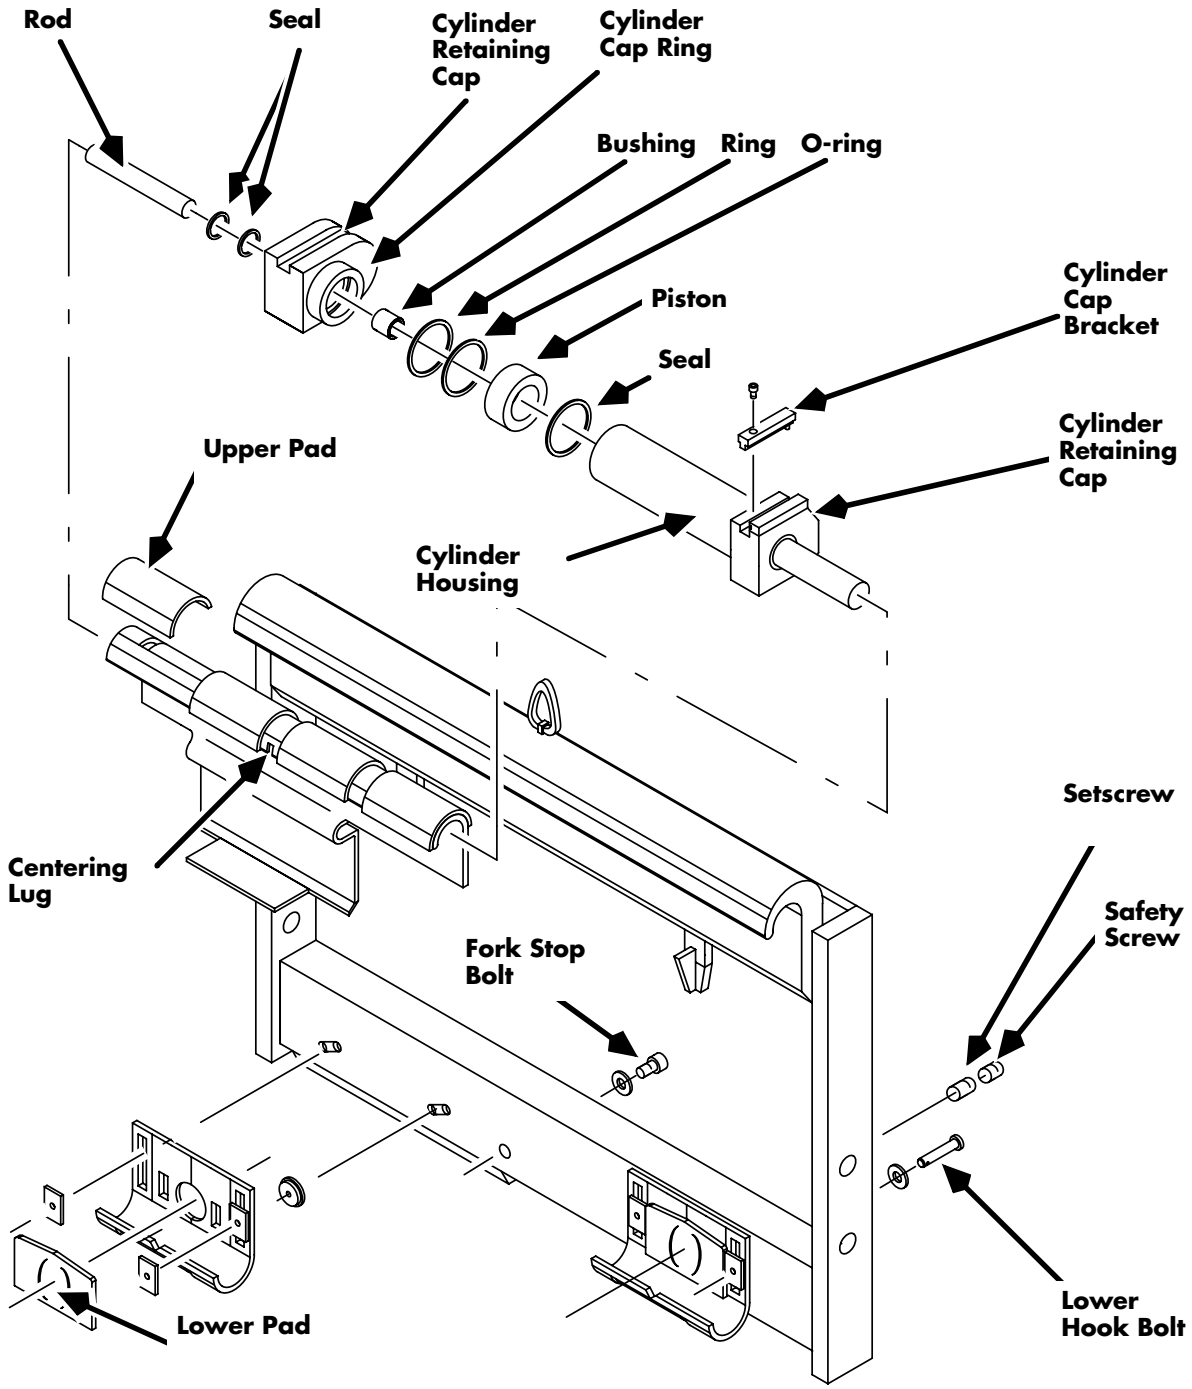

Figure 7-241: Bolzoni Sideshift Assembly
2. Remove the fork stop bolt from the sideshift carriage. See Figure 7-241 on page 7-268.
7. Remove the safety screws and loosen the setscrews located between the mounting bolts of each lower hook. Loosen the lower hook mounting bolts until the lower hooks are completely lowered. See Figure 7-241 on page 7-268.
4. When replacing seals, follow the correct mounting sequence. See Figure 7-241 on page 7-268.